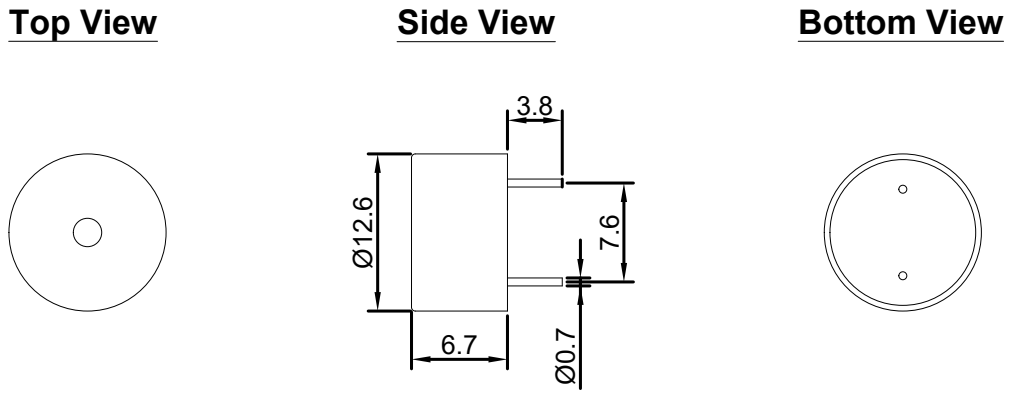

Figure 3. HPA13H Mechanical Layout
4.3.1. Layout and Dimension : See Section 6, Figure 3